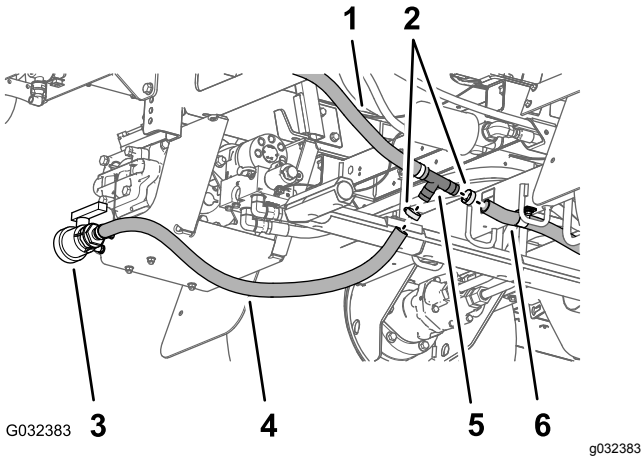

**Figur 52**
4. Fjern de slangeklemmer, der fastgør aftapningsventilen og bageste tankafløbsslange til T-fittingen med modhagere (Figur 52).